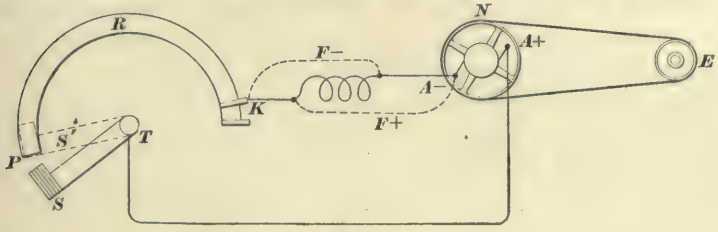

FIG. 24.
**29. Picking-Up of Dynamo.**—In Fig. 24, $F+-$, $F-$ is the field and $A+-A-$ is the armature of a street-car motor forming a part of the closed circuit $T-A+-A--F+-F--K-R-P-S'$; $N$ is a pulley on the pinion end of the armature, and this pulley is belted to pulley $E$, which is driven by an
**30. Conditions Required for Generation of E. M. F.** In order to have a street-car motor generate, the connections of its field and armature must have a certain relation to the direction in which the armature turns. A street-car motor is what is called a *series motor*. Series motors and series dynamos turn in opposite directions for any given way of connecting the fields and armature together; that is to say, if a motor runs in a certain direction, in order for it to act as a dynamo, with the same connections, it must be made to turn in the opposite direction; or, if it must run in the same direction as a dynamo that it ran as a motor, either its armature leads or its field leads must be reversed, as indicated by the dotted lines in Fig. 24. The reason of this will be taken up later.